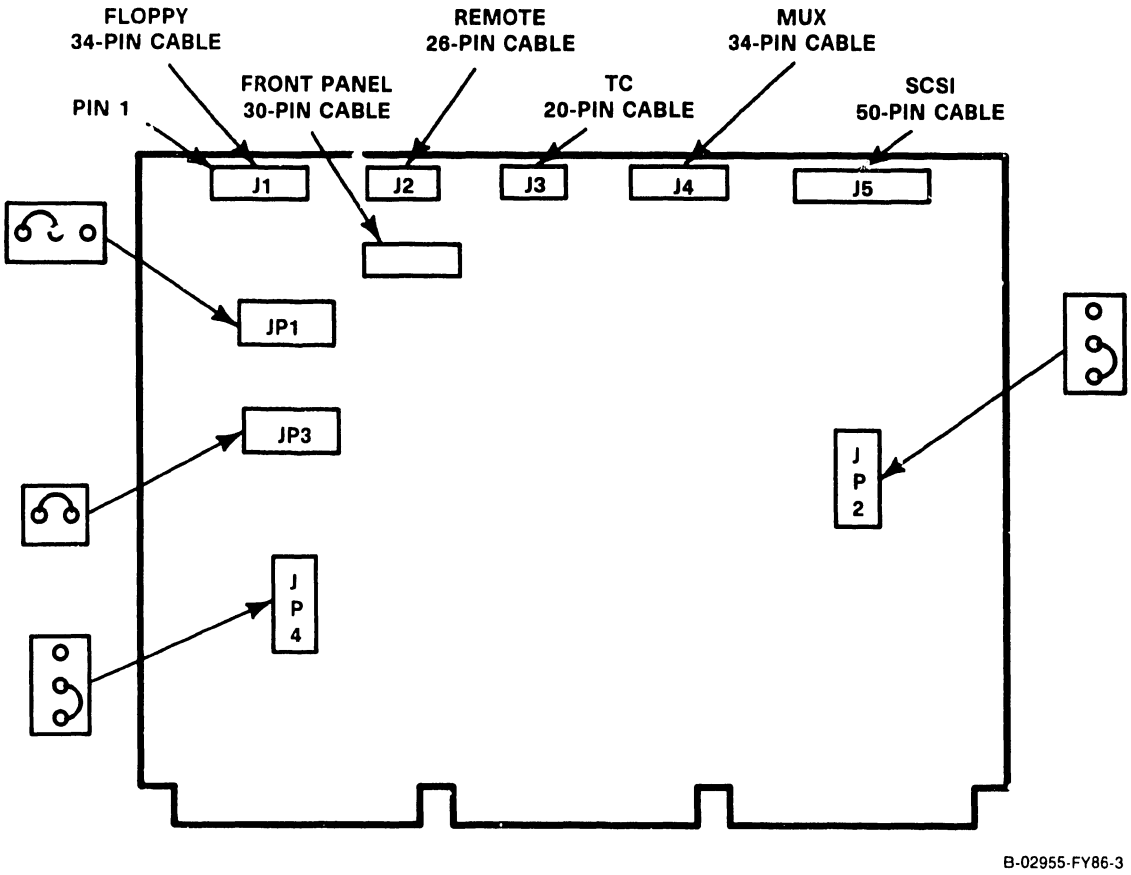
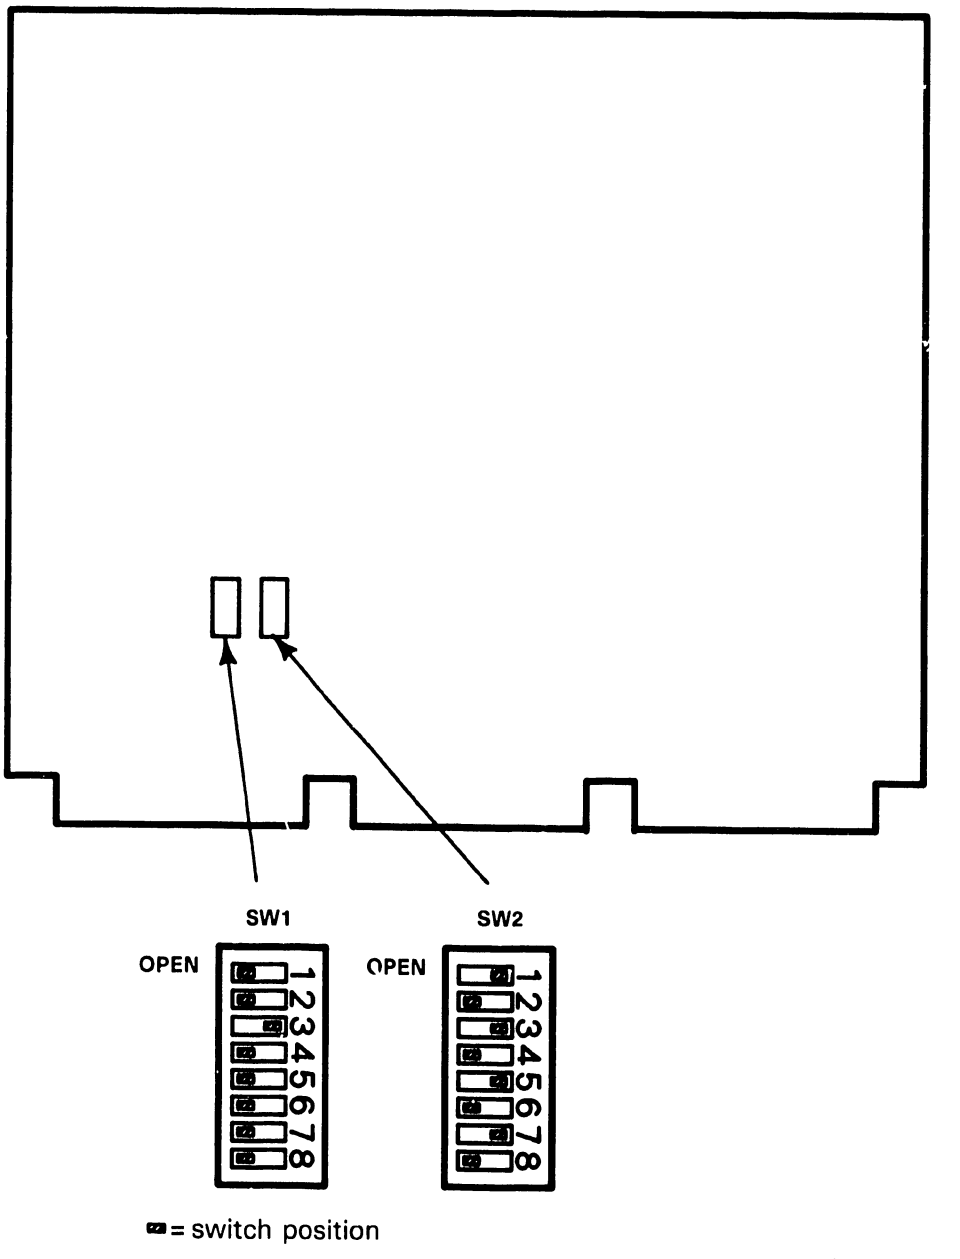

Figure 7-6. VS-5/6 BP (210-9111) Board Jumper Location/Positions
Figure 7-7. VS-5/6 Bus Processor Board Switch Settings
1) SIMM memory is located on the right hand side of the VS-5 CPU/Memory board (figure 7-6). To increase memory size from 1 Meg to 2 Meg, 4 SIMM devices must be installed in the next 4 SIMM connectors location L178, L187, L197, and L283.
3) After checking jumper positions (figure 7-6) and switch setting (figure 7-7), install the new BP board half way into the card cage and reconnect the cable to the Front Panel connector.